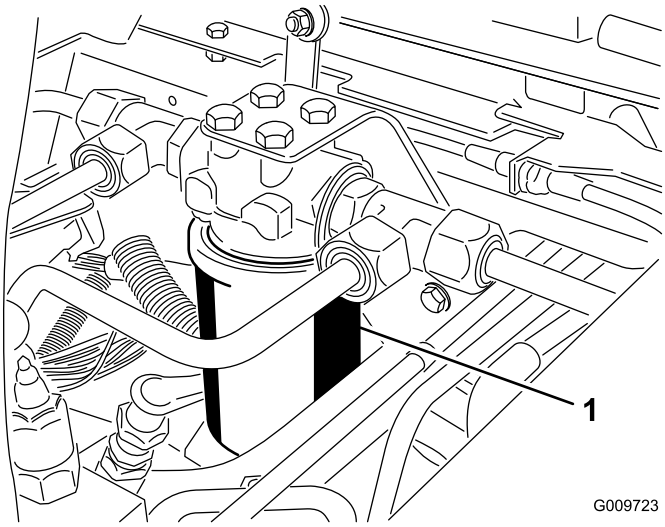
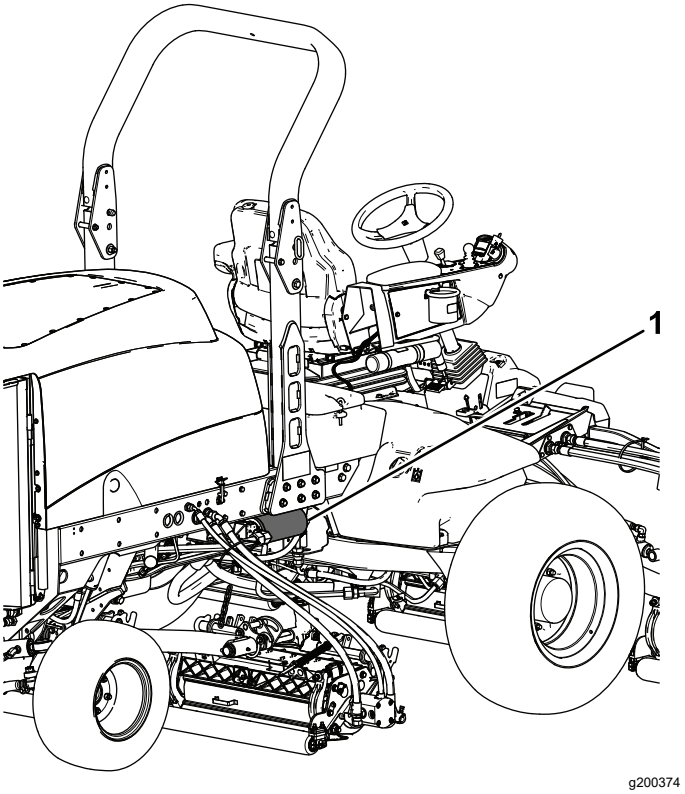

Figura 118
Figura 119
3. Coloque um recipiente de escoamento debaixo do filtro e retire o filtro (Figura 118 e Figura 119).